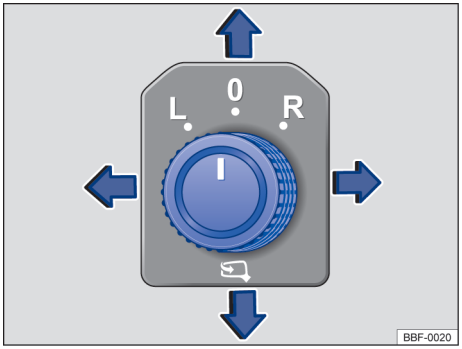

Fig. 79 Na porta do condutor: botão rotativo de ajuste dos espelhos retrovisores externos elétricos.
– Girar o botão rotativo na porta do condutor até o símbolo desejado → Fig. 79.